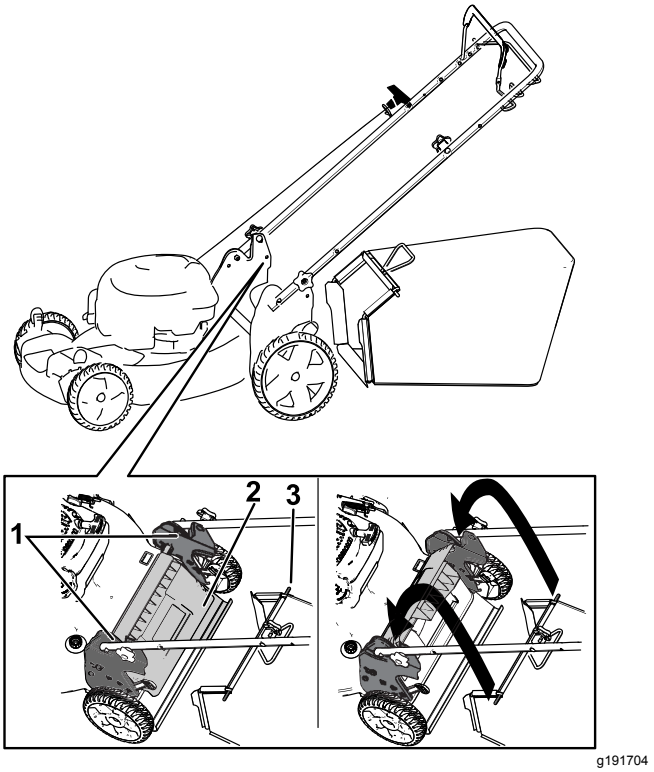

Figura 20
1. Sollevate il deflettore posteriore e tenetelo sollevato (Figura 20).
2. Montate il cesto di raccolta, accertandovi che i suoi perni siano inseriti nelle tacche presenti sulla stegola (Figura 20).